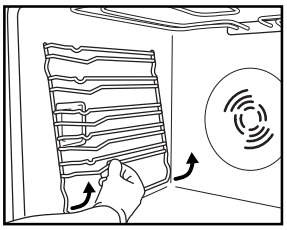

Рис. 3
1. Зніміть бокові решітки для кріплення аксесуарів (Рис. 3).
2. Зніміть бокові решітки для кріплення аксесуарів, якщо є (Рис. 3).